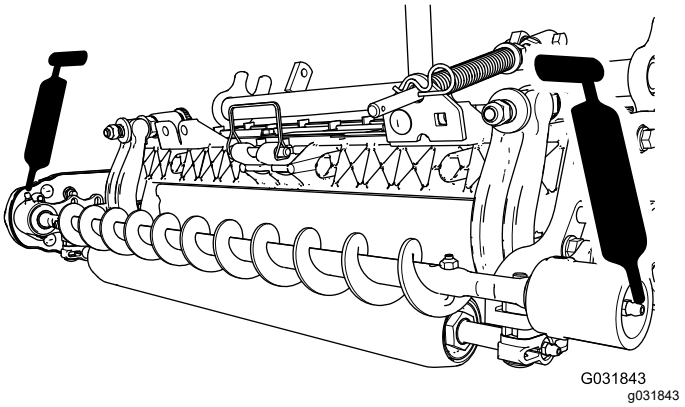

**Рисунок 20**
3. Заправьте масленки на каждом корпусе подшипника щетки катка консистентной смазкой № 2 на литиевой основе (Рисунок 20). Удалите излишки консистентной смазки, особенно вокруг защитных уплотнений.